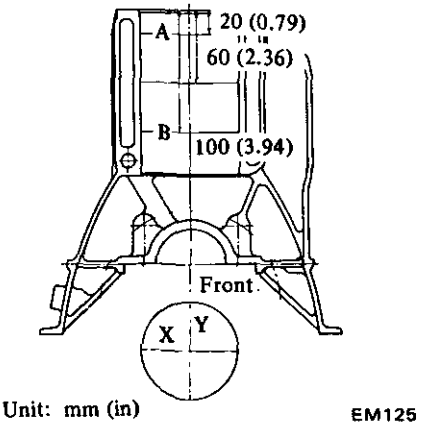

Fig. EM-53 Cylinder bore measuring positions
3. Using a bore gauge, measure cylinder bore for out-of-round or taper. If out-of-round or taper is excessive, rebore cylinder walls with a boring machine. Measurement should be taken along bores for taper and around bores for out-of-round. See Figure EM-53.
A bore gauge is used. Measure cylinder bore at top, middle and bottom positions toward A and B directions as shown in Figure EM-53 and record the measured values.